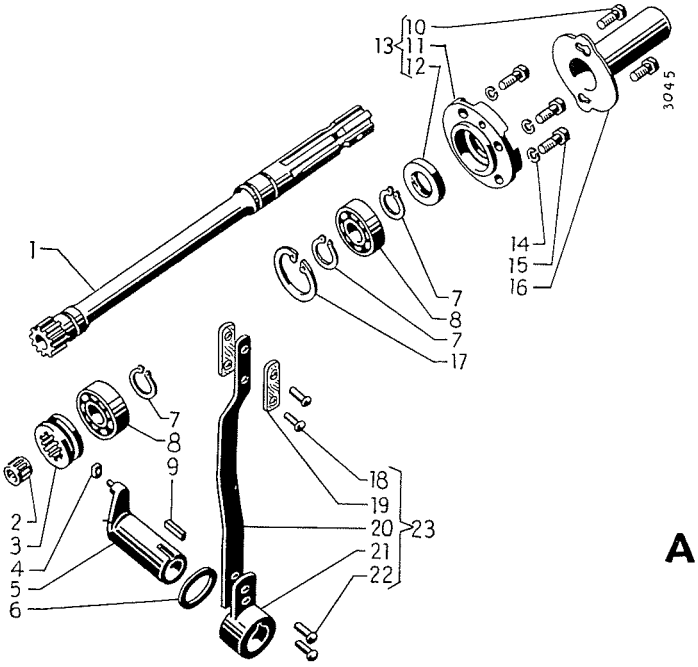

Bild 367
Die Zapfwelle läuft in zwei Kugellagern (8), Bild 367, die auf der Welle durch Sicherungsringe (7) gehalten werden. In dem vorderen Ende der Zapfwelle ist ein Nadellager angeordnet, in welchem der hintere Zapfen der Vorgelegewelle läuft. Im Getriebegehäuse wird das hintere Kugellager an der Vorderseite durch einen großen Sicherungsring (17) und an der Rückseite durch den Öldichtringhalter (11) gehalten.